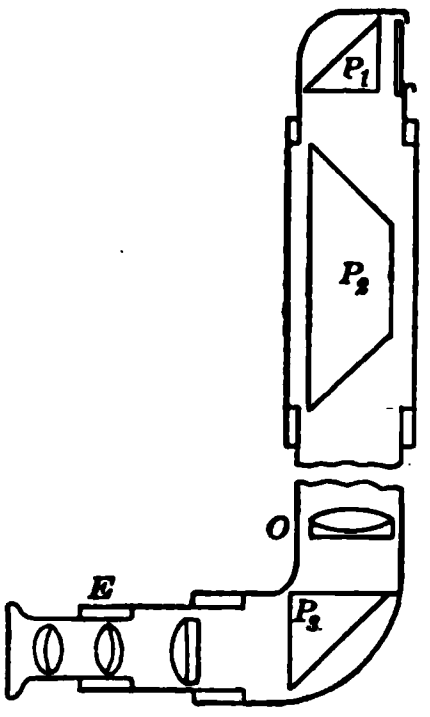

Fig. 550. Diagram of the essential parts of a periscope.
1. The periscope. The essential parts of one form of periscope are shown in figure 550. Explain the function of each part. Build a simplified periscope to demonstrate the principles involved.